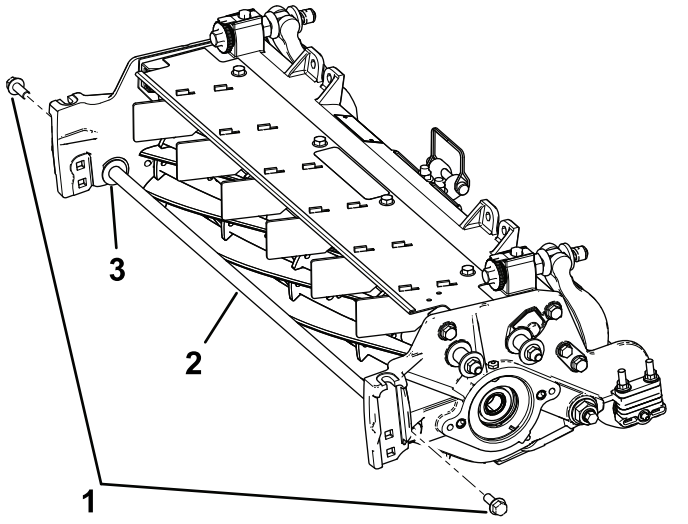

图5
9. 拆下固定支撑杆的 2 个凸缘头螺栓和垫圈并取下支撑杆图5。